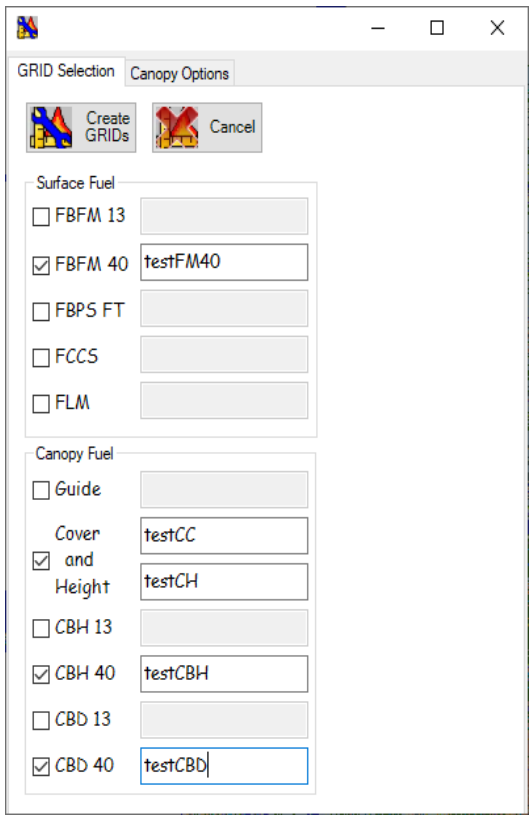

***Figure 6-19**. Complete the **GRID Selection** tab and click **Create GRIDs** when done.*
The following dialog box will open with the **GRID Selection** tab visible as shown in Figure 6-19.
***Note**: After the boxes are selected with a check mark, the associated box for naming the layer is enabled (Figure 6-19).*
- Select **FUEL GRIDs** on the drop-down menu to open a dialog box (Figure 6-19).